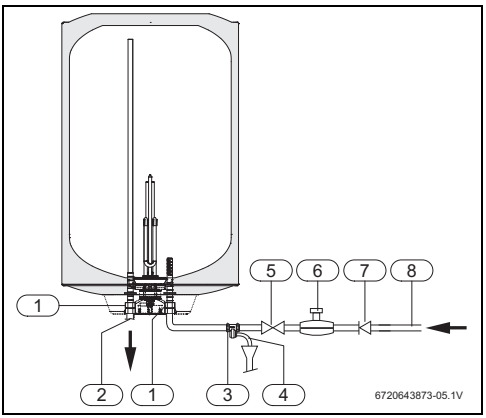

Fig. 13 Conexión del agua
- Instalar la válvula de seguridad en la entrada de agua del termo eléctrico (Fig. 13).
Con el objetivo de evitar problemas derivados de las modificaciones bruscas de presión en la alimentación, se aconseja instalar una válvula de retención en la cabecera del termo eléctrico (→ Fig. 13, [7]).
- Cerrar la válvula de corte del agua (→Fig. 13, 14).